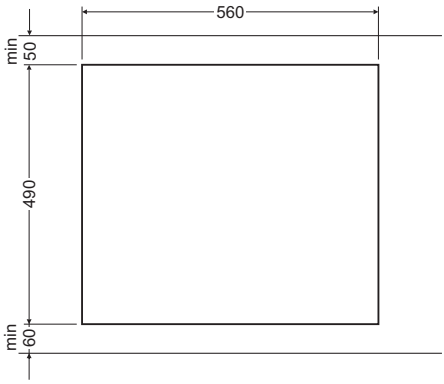

Abb. 2
- Sollte dieses Induktionskochfeld in einer Arbeitsplatte eingebaut worden sein, können die im Schrank befindlichen Gegenstände aus Metall durch die Abluft aus dem Lüftungssystem des Kochfeldes sehr heiß werden. Aus diesem Grund empfiehlt man den Einsatz einer direkten Abschirmung (siehe Abb. 2).
- Der minimale Freiraum, der unter dem Kochfeld zu belassen ist, muss 25 mm betragen, damit die erforderliche Luftzirkulation sichergestellt wird und übermäßige Aufwärmung der Bereiche um das Kochfeld herum sich (Abb. 2) vermeiden lässt.